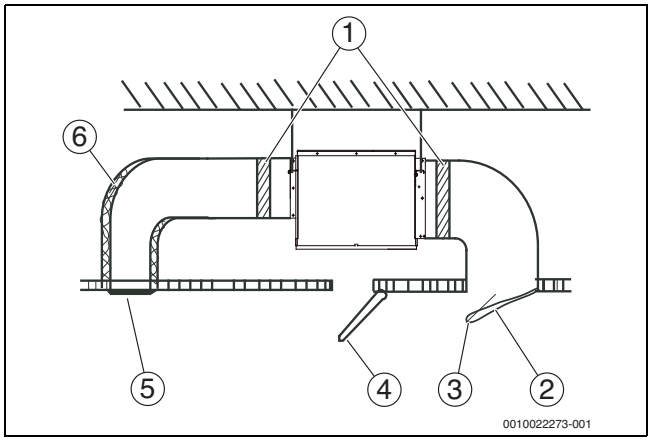
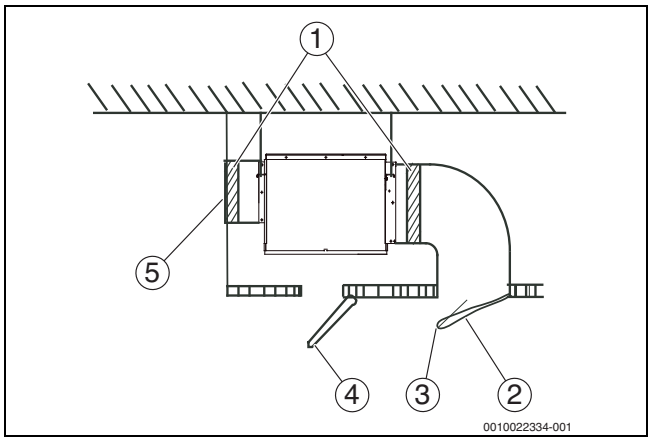

Рис. 18 Воздуховод, к которому предъявляются требования по статическому давлению
Рис. 19 Воздуховод, к которому не предъявляются требования по статическому давлению
6. Подсоедините воздуховод, как показано на рис. 18 и рис. 19. Для подготовки на месте монтажа требуются все компоненты, за исключением кондиционера.
Описание рис. 18 и 19: